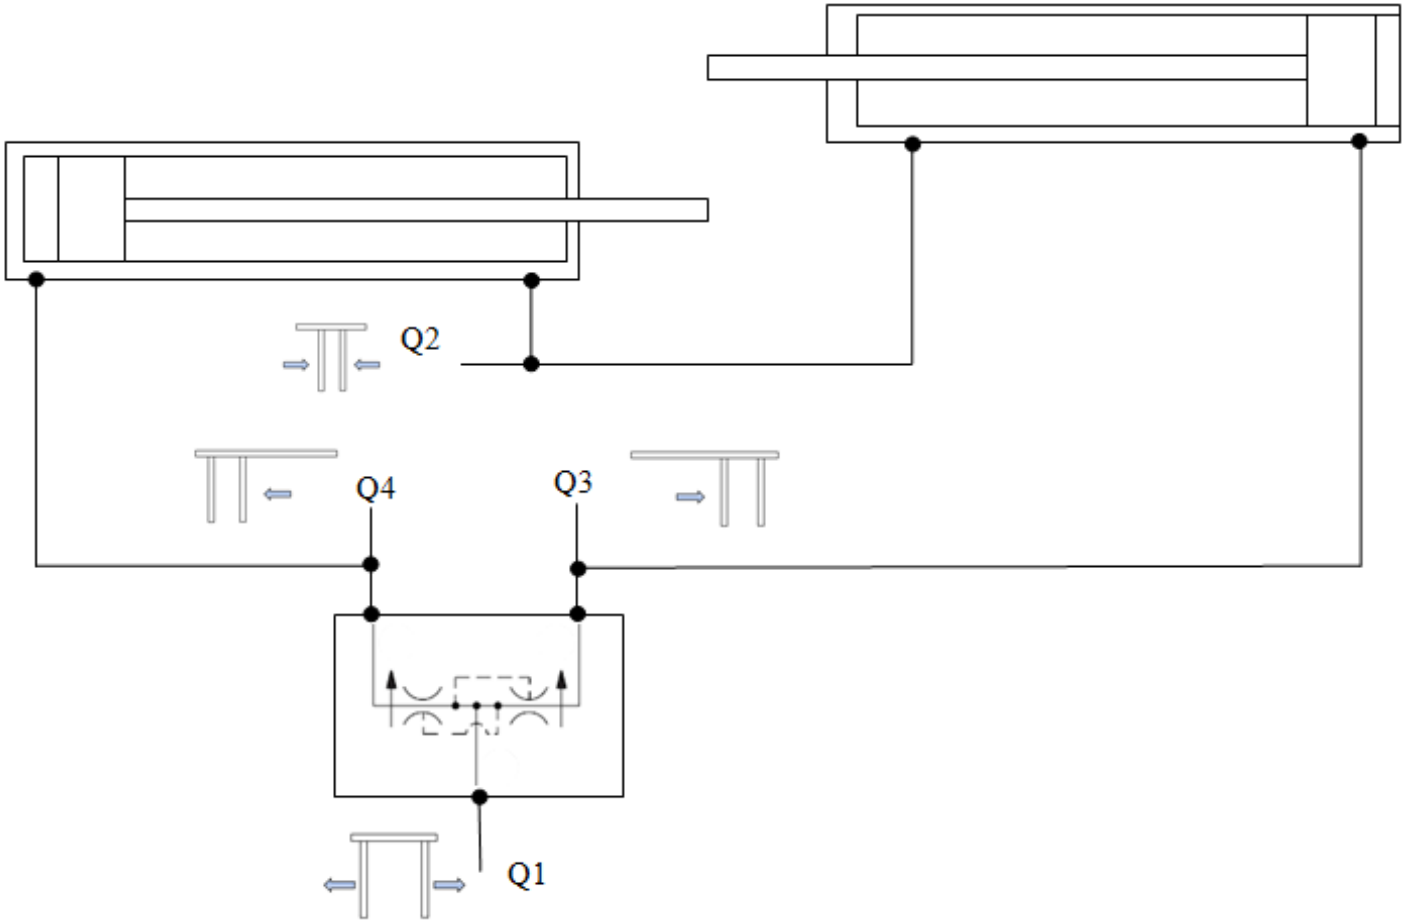

Fig.012
4.4 HYDRAULIC SYSTEM LAYOUT (forks positioning) (Fig.012)